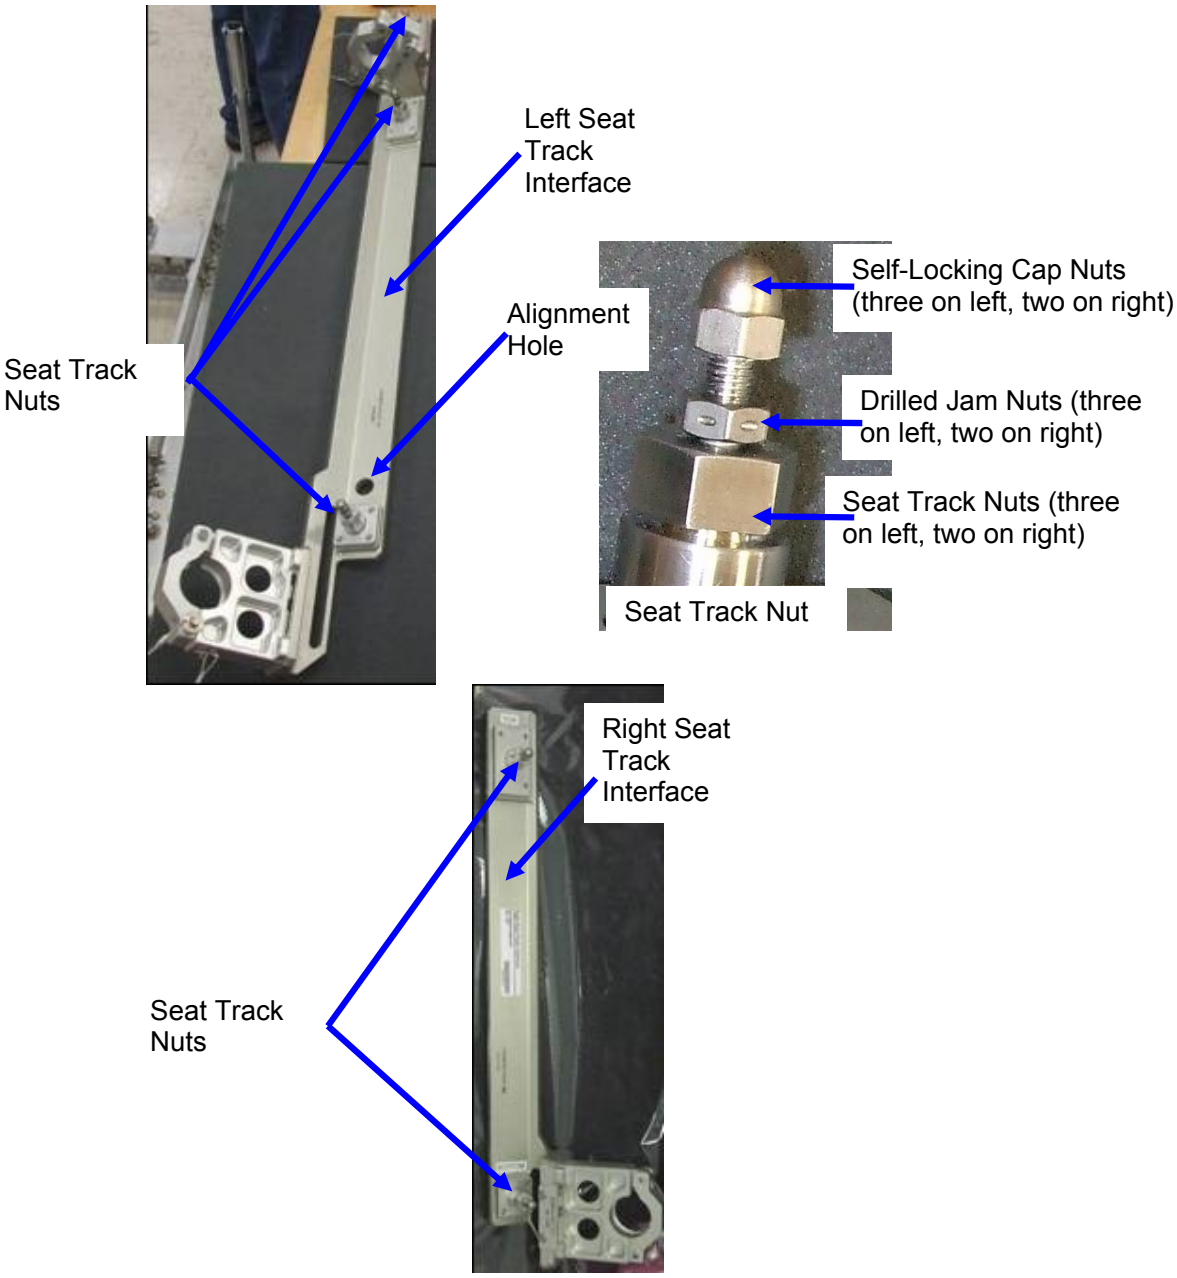

Figure 9.- Seat Track Interface.
Refer to Figure 9.
4.3. Completely loosen but do not remove Drilled Jam Nuts (three on left, two on right) (Ratchet, 3/8" Drive; 7/16" Deep Socket, 3/8" Drive). Refer to Figure 9.
4.5. Remove Left Seat Track Interface. Refer to Figure 9.